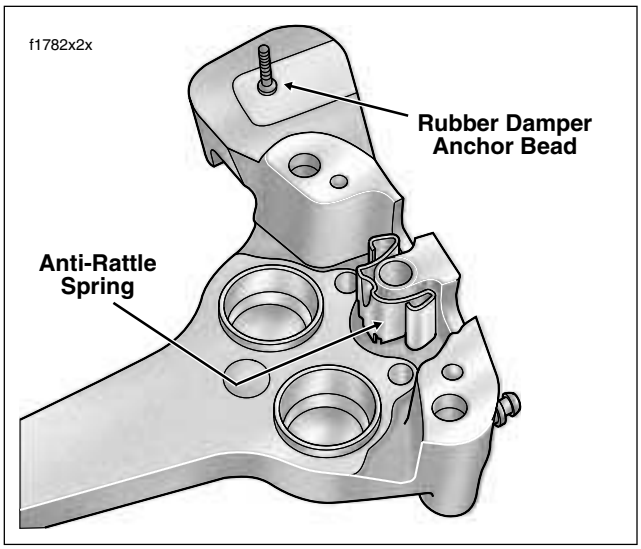

Figure 2-71. Install Anti-Rattle Spring
b. Place outside caliper housing on workbench with decal side down. Place anti-rattle spring in channel around boss. Spring is not directional. See Figure 2-71.
e. If rubber damper was removed, lubricate anchor of **new** damper with isopropyl alcohol or glass cleaner and install by pulling rubber bead through hole in outside caliper housing, as shown in Figure 2-71.
If pad pins do not fit, verify the following: (1) Proper pad set is being used, not two identical pads. (2) Anti-rattle spring is installed as shown in Figure 2-71. (3) Pads are pushed tight against anti-rattle spring.